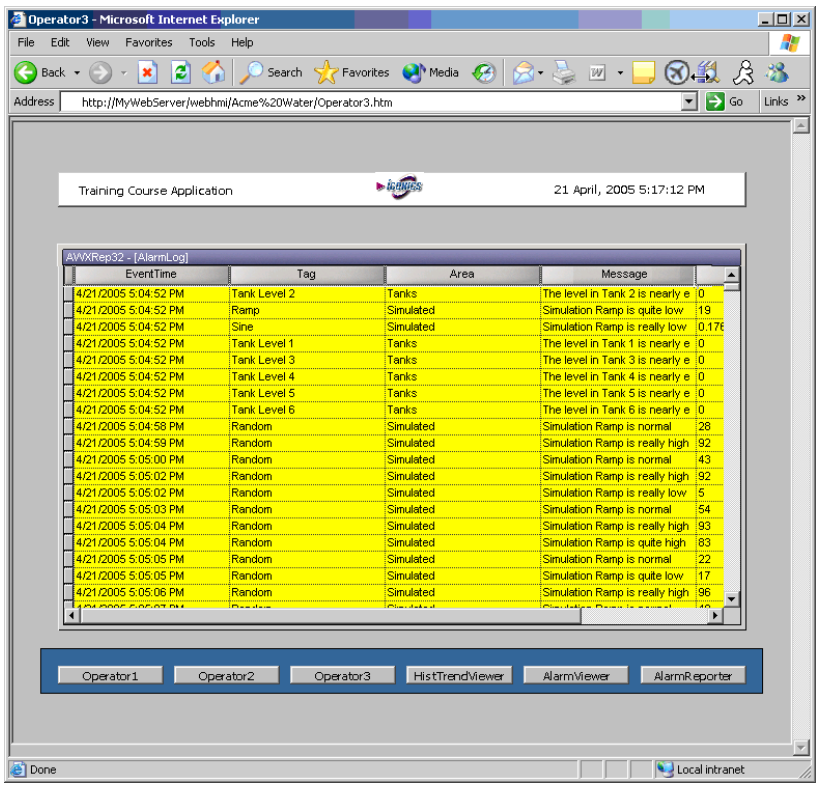

Figure L7.4: AlarmReporter.gdf on the WebHMI Client
11. Click on the **AlarmReporter** button to view your historical alarms display. It should look similar to **Figure L7.4.**